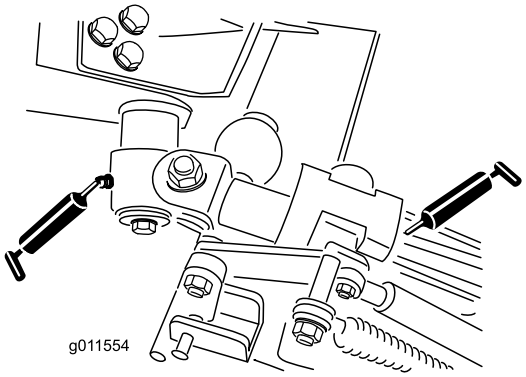

Figur 45
- Vinkelhävarmens vridfästebussningar (2) (Figur 45)
- Bakre armens bussningar (4) (Figur 45)